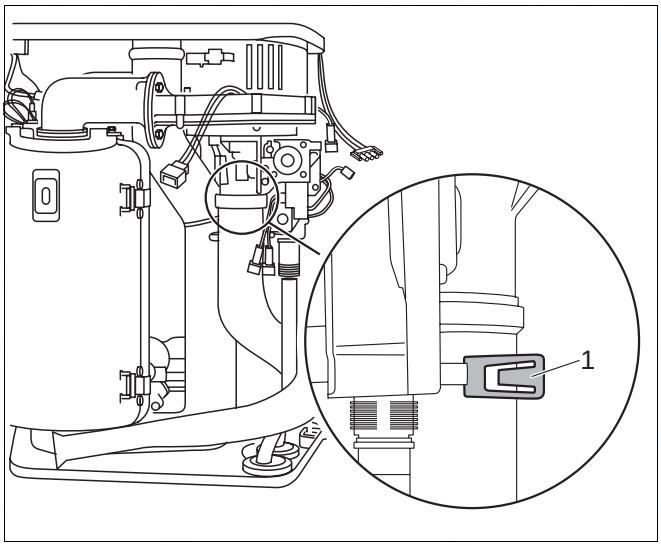

Fig. 56 Replacing the fan on the 600 Series: Remove the air suction tube
- Push the safety plate out of the way (fig. 56, item 1).